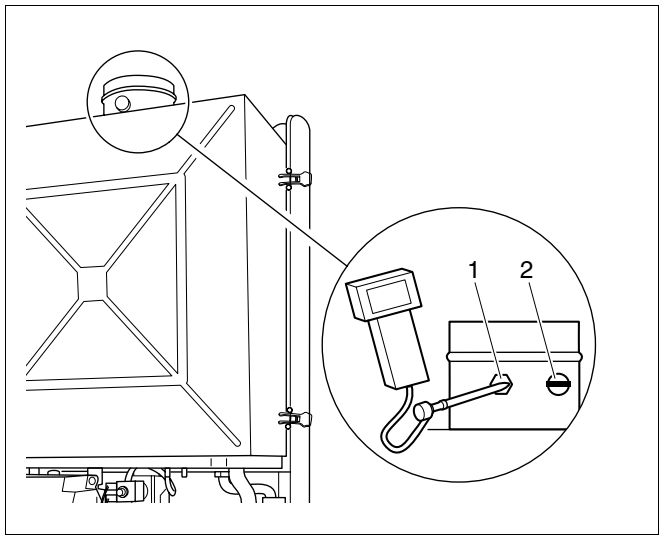

Rys. 34 Punkty pomiarowe
10.9 Pomiar zawartości tlenku węgla (CO)
- Zmierzyć zawartość tlenku węgla (CO) w punkcie do pomiaru temperatury spalin CO_2, CO, NO_x (rys. 34, **poz. 1**).